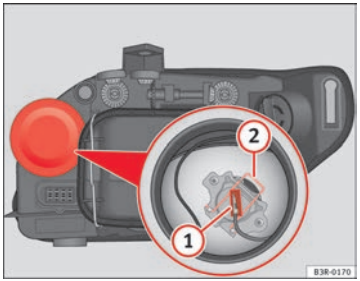

Fig. 197 Main beam headlights
- Remove the connector ⇒ fig. 197 (1) from the bulb.
- Press the spring ⇒ fig. 197 (2) inwards and to the right.